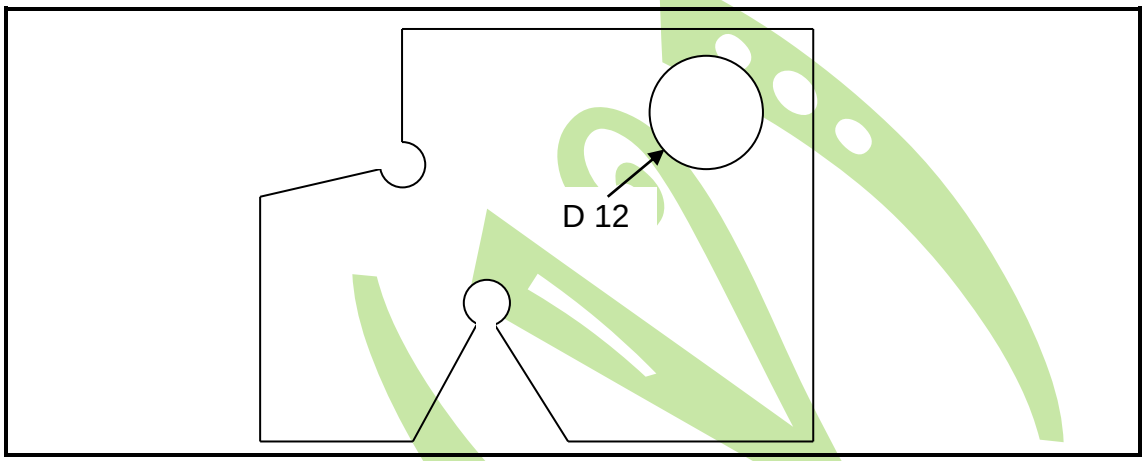

FIGURE 2 (10)
5.1 Plan the operation necessary to manufacture the screw-thread gauge shown in FIGURE 2 by completing the project planning sheet on the ANSWER SHEET (attached).